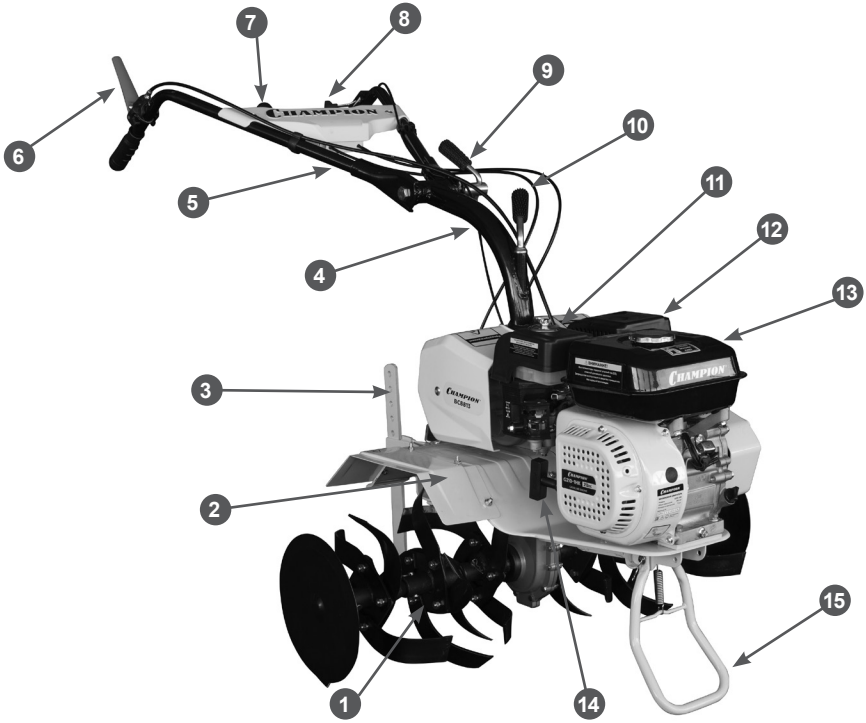

Рис. 1 Основные узлы и органы управления (вид спереди)
Расположение основных узлов и органов управления представлено на Рис. 1.
5. Установите правое и левое защитные крылья 2 (Рис. 1), используя болты и гайки из комплекта крепежа.
6. Установите рукоятки управления на мотокультиватор. Отрегулируйте положение рукояток по высоте и углу поворота, после чего затяните ручки регулировки рукояток 9 и 10 (Рис. 1).